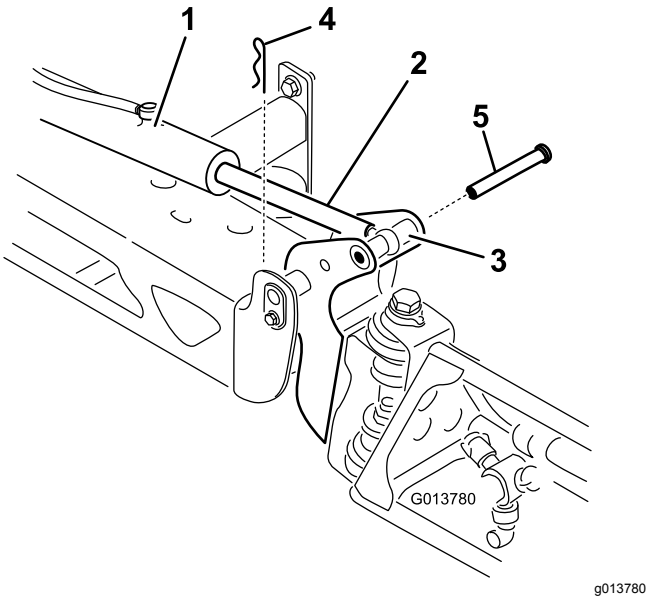

Figuur 105
2. Verwijder de borgpen van de draaipen (Figuur 105).
3. Til de spuitboom op en verwijder de pen (Figuur 105), en laat de spuitboom langzaam op de grond zakken.
9. Houd de spuitboom vast en steek de pen door het draaipunt van de spuitboom en de actuatorstang (Figuur 105).